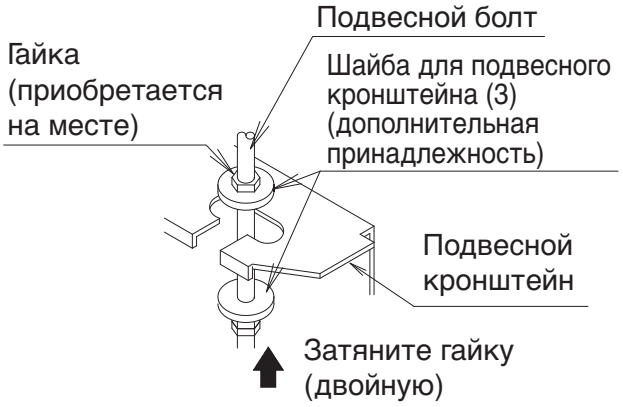

Рис. 2
(1) Проведите временную установку внутреннего блока.
Убедитесь в том, что подвеска надежно закреплена на болте и шайбе (3) с верхней и нижней сторон. **(См. Рис. 2)**